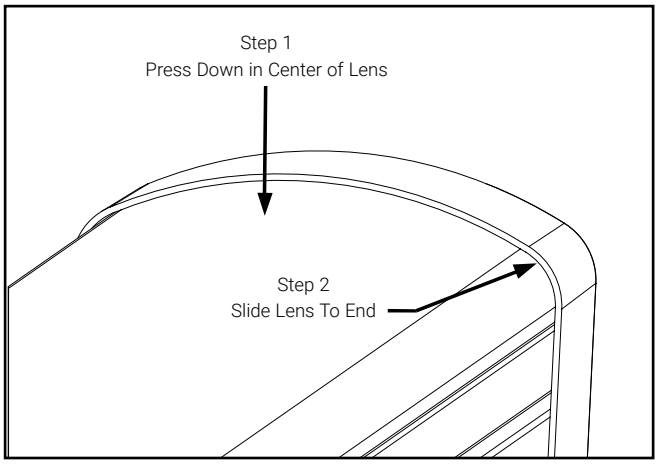
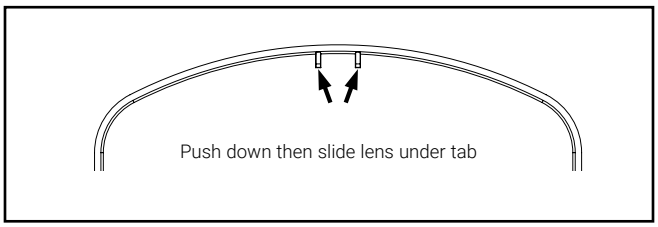
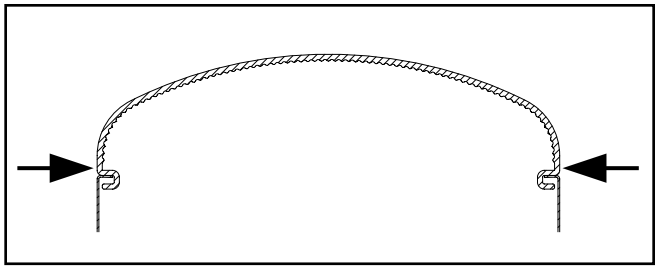

Figure 1.
Figure 2.
Figure 3.
2. Remove lens from luminaire by starting at one end of the fixture and pressing down in the center of the lens. While pressing down on the lens, slide lens to fixture end (Figure 1). There are tabs in the end cap that the lens must slide underneath to allow it to be removed (Figure 2). If the luminarie has a sensor installed, the lens can only slide in the direction away from the end cap with sensor. Squeeze lens side while pulling up to release lens from channel lip (Figure 3).